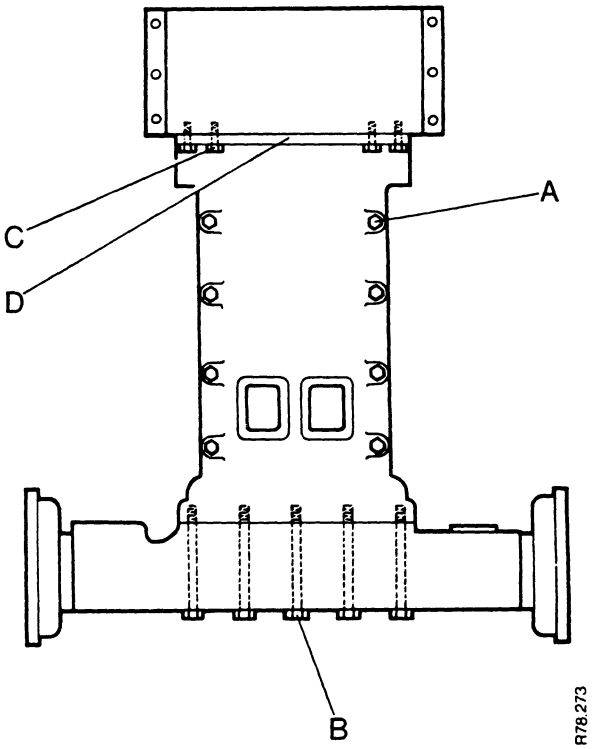

FIGURE 46. GEARBOX COVER
13. Remove the bolts which fasten the gearbox cover to the clutch housing and main frame. Lift out the wedge see D Figure 46.